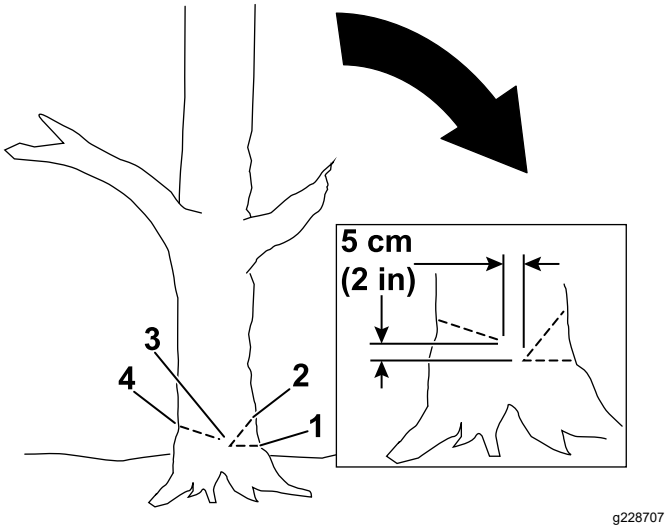

Figure 17
4. Commencez par couper le tiers du diamètre de l'arbre, du côté où vous voulez qu'il tombe (Figure 17).
5. Faites une deuxième coupe oblique pour former une encoche, en commençant au moins 5 cm (2 po) au-dessus de la première coupe (Figure 17).
6. Faites le trait d'abattage du côté opposé à l'encoche et environ 5 cm (2 po) plus haut que le bas de l'encoche, comme montré à la Figure 17.
Important: **Arrêtez la troisième coupe 2,5 à 5 cm (1 à 2 po) avant l'encoche pour former une charnière entre les coupes (Figure 17), ce qui empêche l'arbre de tomber dans la mauvaise direction ou de pivoter dans sa chute.**
Remarque: Quand le trait d'abattage approche de la charnière (Figure 17), l'arbre devrait commencer à tomber.